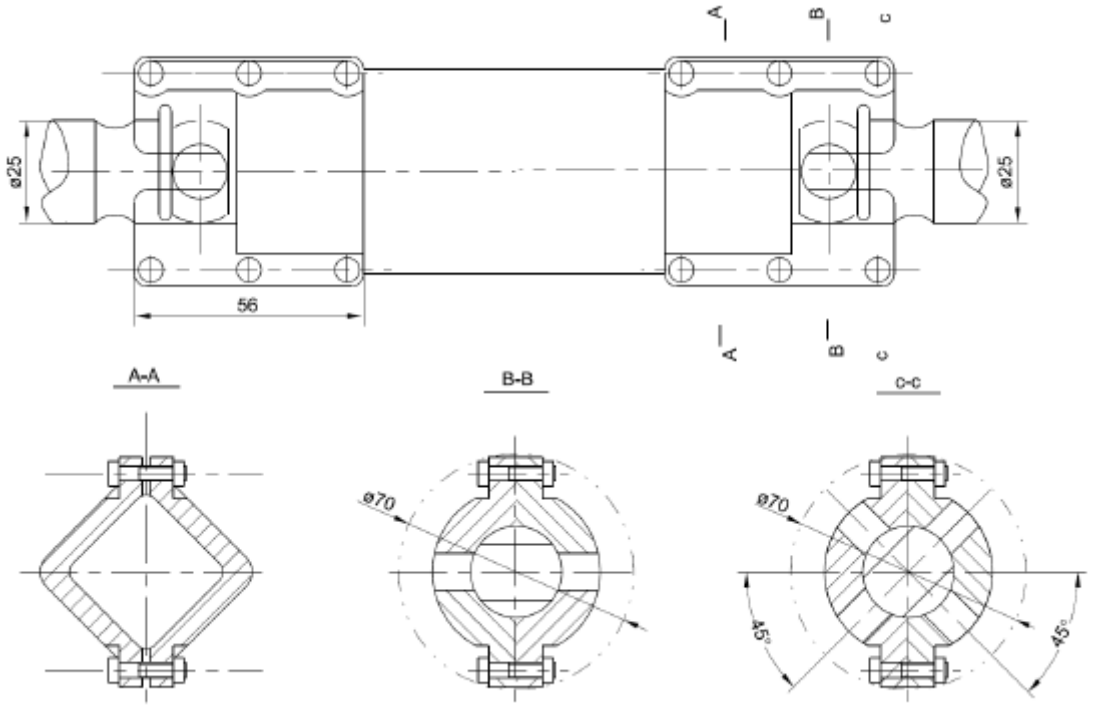

Рис. 24
2. При соединении вала с электроприводом и механизмом переключения необходимо соблюдать требования инструкции по эксплуатации электропривода компании «Хуамин» (рис. 24).